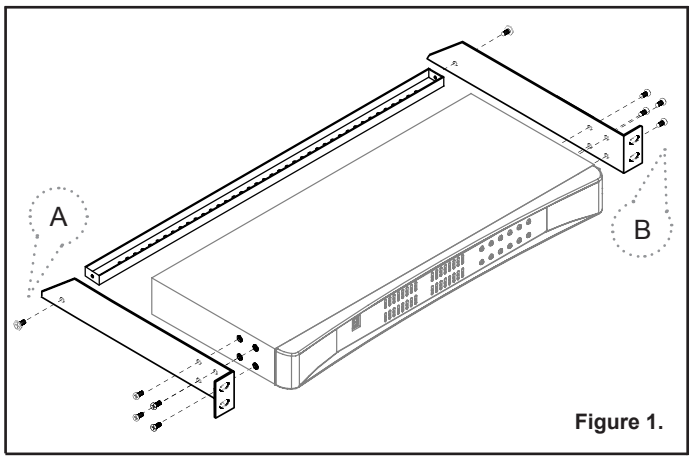

Figure 1.
- Install each bracket using screws provided shown in **Figure 1.**